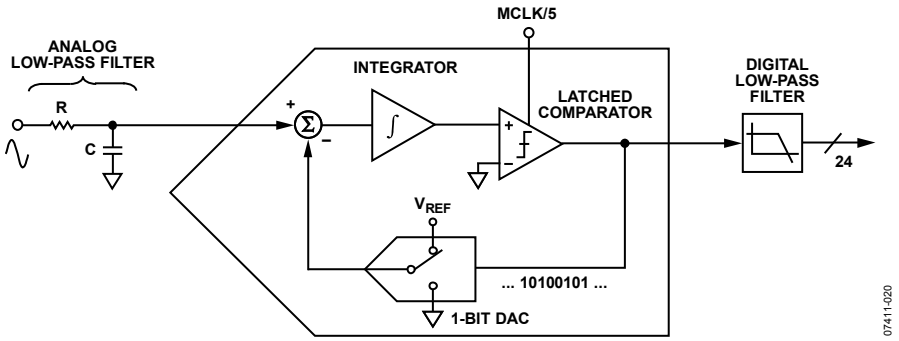
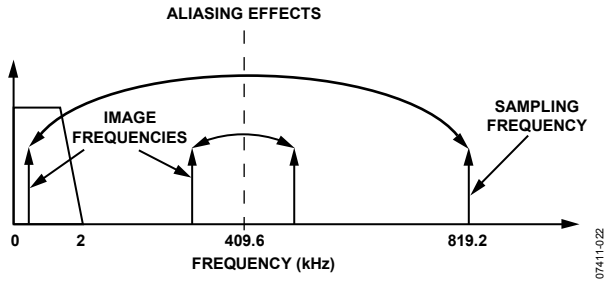

Figure 22. First-Order Σ-Δ ADC
Figure 23. ADC and Signal Processing in Current Channel Outline Dimensions
For simplicity, the block diagram in Figure 22 shows a first-order Σ-Δ ADC. The converter is made up of the Σ-Δ modulator and the digital low-pass filter.
Figure 22 also shows an analog low-pass filter (RC) on the input to the modulator. This filter is present to prevent aliasing, an artifact of all sampled systems. Aliasing means that frequency components in the input signal to the ADC, which are higher than half the sampling rate of the ADC, appear in the sampled signal at a frequency below half the sampling rate. Figure 23 illustrates the effect. Frequency components (the black arrows) above half the sampling frequency (also known as the Nyquist frequency, that is, 409.6 kHz) are imaged or folded back down below 409.6 kHz. This happens with all ADCs regardless of the architecture. In Figure 23, only frequencies near the sampling frequency (819.2 kHz) move into the band of interest for metering (40 Hz to 2 kHz). This allows the use of a very simple LPF (low-pass filter) to attenuate high frequency (near 819.2 kHz) noise and prevents distortion in the band of interest.
For conventional current sensors, a simple RC filter (single-pole LPF) with a corner frequency of 10 kHz produces an attenuation of approximately 40 dB at 819.2 kHz (see Figure 23). The 20 dB per decade attenuation is usually sufficient to eliminate the effects of aliasing for conventional current sensors. However, for a di/dt sensor such as a Rogowski coil, the sensor has a 20 dB per decade gain. This neutralizes the −20 dB per decade attenuation produced by one simple LPF. Therefore, when using a di/dt sensor, care should be taken to offset the 20 dB per decade gain. One simple approach is to cascade two RC filters to produce the −40 dB per decade attenuation needed.